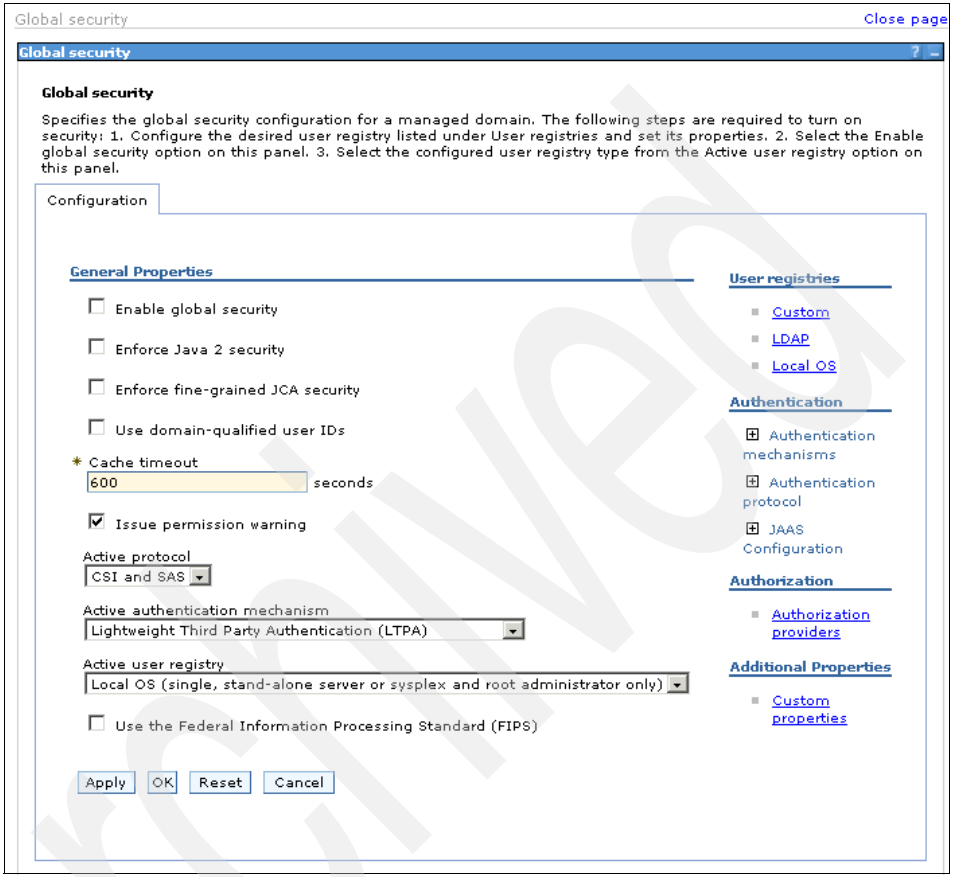

Figure B-30 The administrative console Global security page
7. On the right side of the Global security page (Figure B-30), under Authentication, click **JAAS Configuration**.